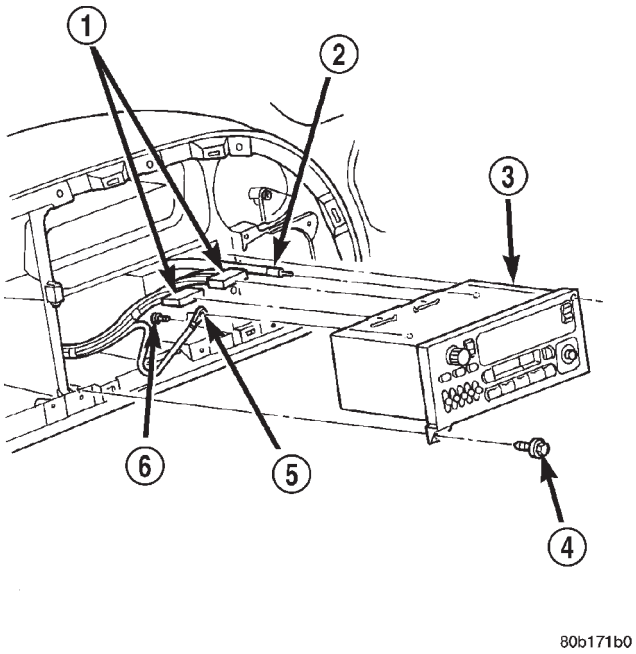

Fig. 8 Radio Receiver Remove/Install
(1) Disconnect and isolate the battery negative cable.
(2) Remove the cluster bezel from the instrument panel.
(3) Remove the two screws that secure the radio receiver to the instrument panel (Fig. 8).